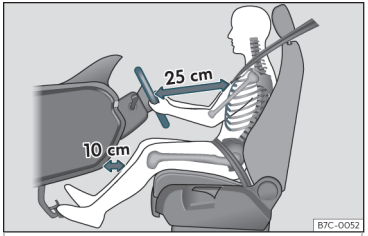

Fig. 2 The correct distance between the driver and the steering wheel must be at least 25 cm (10 inches).
- Move the steering wheel so it is at least 25 cm (10 inches) away from the sternum››› **Fig. 2** and you can hold it with both hands on both sides, on the outer part, with your arms slightly bent.
- Move the seat in such a way that you can step on the pedals with your knees slightly bent and with a distance between the knees and the dashboard of at least 10 cm (4 inches)››› **Fig. 2**.